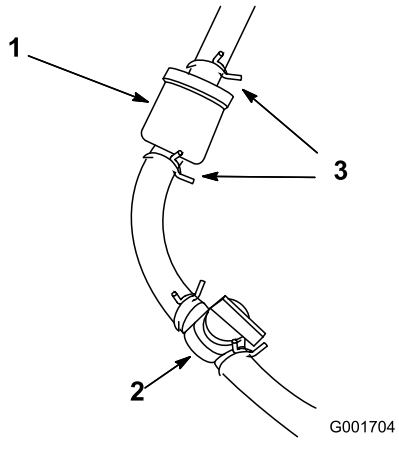

Figura 48
1. Feche a válvula de corte do combustível (Figura 48).
2. Coloque um recipiente de escoamento debaixo do filtro, desaperte a braçadeira de tubos que se encontra no lado do carburador e retire a tubagem de combustível do filtro (Figura 48).